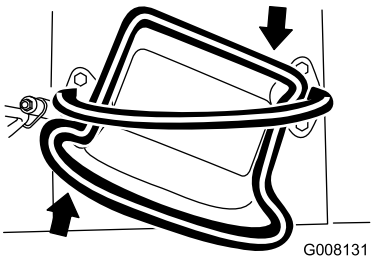

Figuur 8
- Voor een bocht naar rechts draait u de tractiebediening rechtsom (Figuur 8).